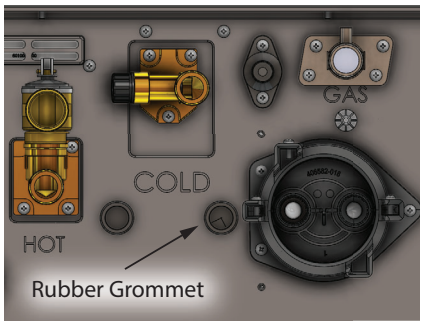

Figure 43 - Bottom of water heater - Grommet
6. Use Figure 43 to locate the rubber access grommet on the bottom of the water heater. Route the single harness end of the Cascade Linking Cable through the bottom and around to the circuit board.